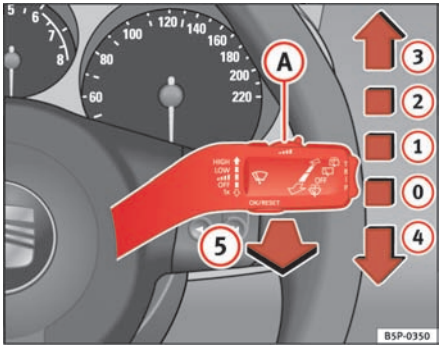

Fig. 82 Windscreen wiper and windscreen wash lever ▶
The windscreen wiper lever ⇒ page 120, fig. 82 has the following positions:
- The next speed down will automatically be selected if wiper speed (2) ⇒ page 120, fig. 82 or (3) is selected when the vehicle stops. The set speed will be resumed when the vehicle starts again